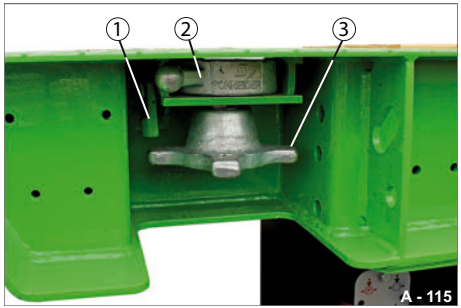

Abb. 137 Verriegelung voll abgesenkt
▶ Heben Sie die Fallsicherung (Abb. 137/1) an und sichern Sie diese.
▶ Drehen Sie die Spannmutter (Abb. 137/3) auf.
▶ Drehen Sie die Nutenbuchse (Abb. 137/2) nach rechts.
▶ Heben und Drehen Sie gleichzeitig die Spannmutter und den Drehzapfen (Abb. 137/4) an.
Die Führungsbuchse (Abb. 137/5) kommt oben heraus.
▶ Sichern Sie die Spannmutter mit der Fallsicherung (Abb. 137/1).
- ▶ Heben Sie die Fallsicherung (Abb. 137/1) an und sichern Sie diese.
- ▶ Drehen Sie die Spannmutter (Abb. 137/3) auf.
- ▶ Sichern Sie die Spannmutter mit der Fallsicherung (Abb. 137/1).